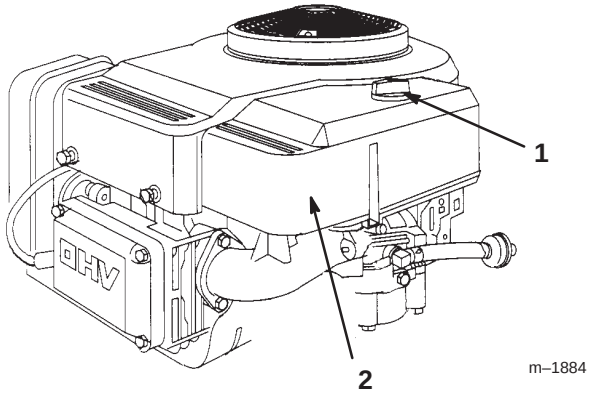

Figure 25
4. Pull the fuel line off of the filter (Fig. 25) and allow gasoline to drain into a gas can or drain pan.
The best time to replace the fuel filter (Fig. 25) is when the fuel tank is empty. Never install a dirty filter if it is removed from the fuel line.
3. Squeeze the ends of the hose clamps together and slide them away from the filter (Fig. 25).